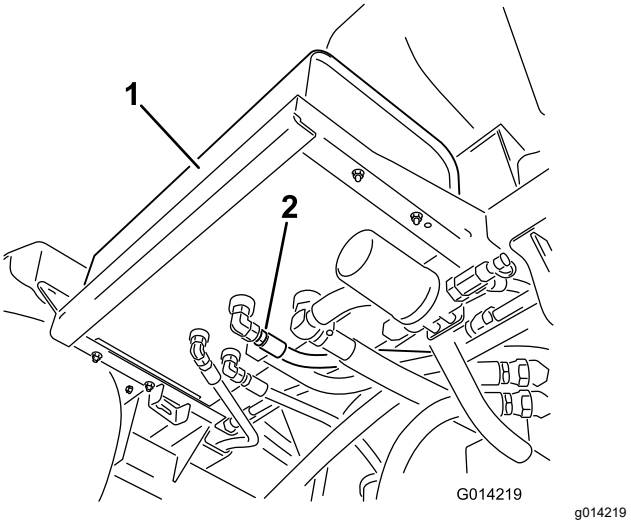

Figura 106
2. Limpie la zona alrededor del acoplamiento de uno de los manguitos hidráulicos, en la parte inferior del depósito de fluido hidráulico (Figura 106).
4. Retire el acoplamiento de manguera del depósito y deje fluir el fluido al recipiente (Figura 106).